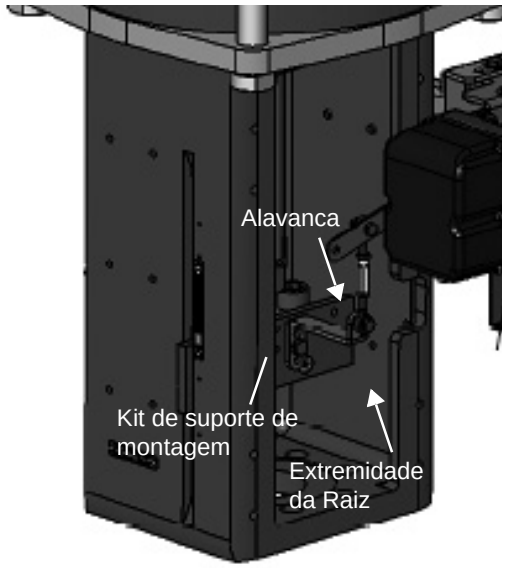

Figura 18 - Válvula 85/86
2. Instale o conjunto de montagem no garfo (Figura 18) usando a arruela de pressão helicoidal de 5/16, a arruela plana de 5/16 e o parafuso sextavado de 5/16-18x44,5 [1,75] LG.